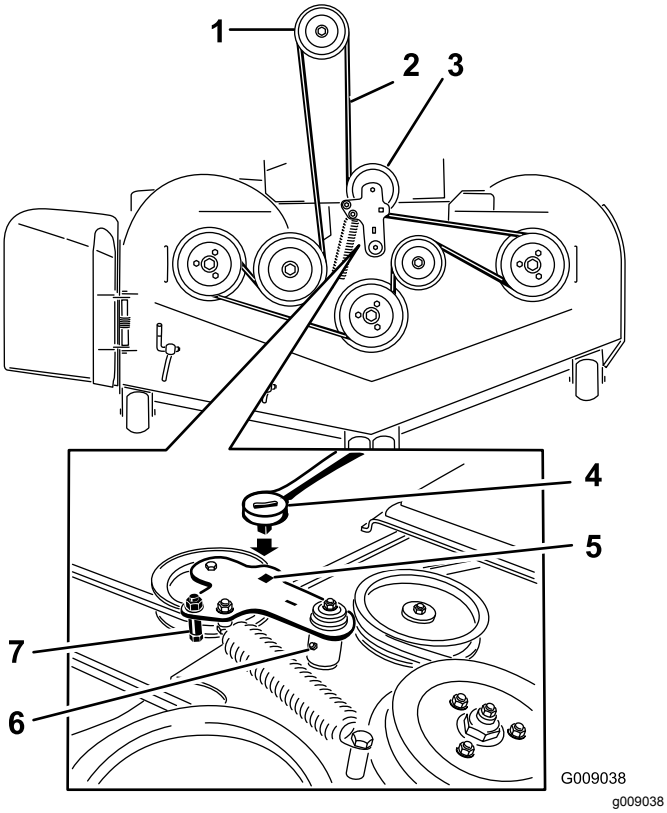

Figura 104
5. Levante la chapa de suelo e introduzca una llave dinamométrica en el taladro cuadrado del brazo tensor de la carcasa (Figura 104).
6. Gire cuidadosamente el brazo tensor de la carcasa en sentido horario y retire la correa del cortacésped (Figura 104).